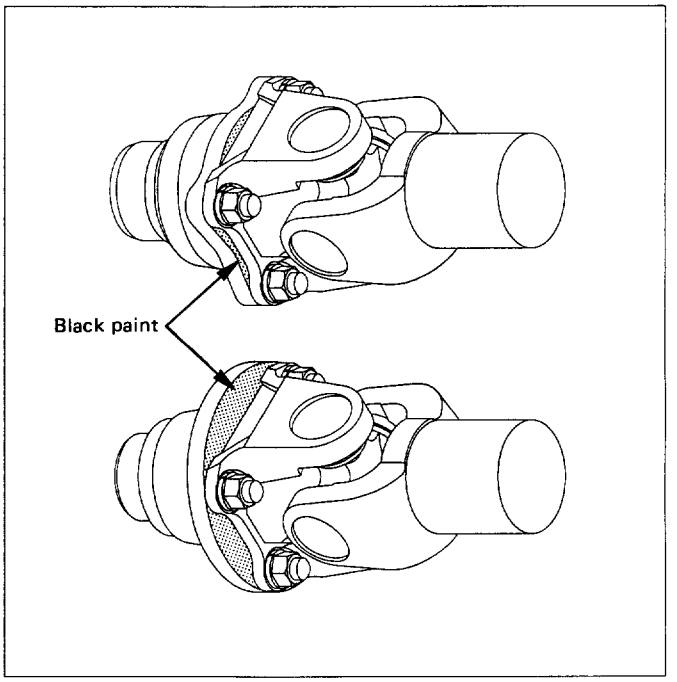

Fig. 4A-7
- After installing the propeller shaft, be sure to apply black paint to exposed area (other than connecting surface) of the entire surface of flange coupling (Fig. 4A-7).